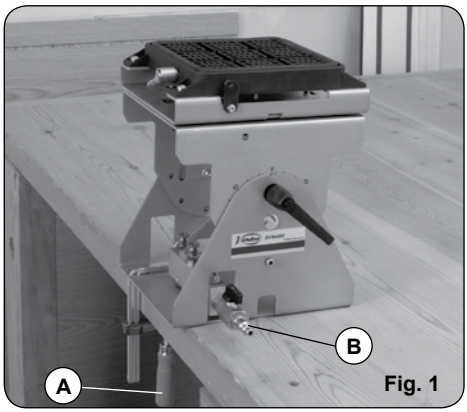

Fig. 1
Compuesto por un sistema neumático de sujeción SVN250 montado sobre un soporte que permite el abatimiento de la pieza en un angulo de 180°, con posiciones intermedias de giro cada 45°. El soporte permite, además y de forma independiente al abatimiento, el giro de la pieza a trabajar sobre su propio eje, con posiciones intermedias de giro cada 45°. El soporte está dotado de un distribuidor y una válvula de paso al que se pueden conectar hasta 4 soportes auxiliares SVN470 bajo su mando. El equipo incluye 1 bolsa con 3 juntas de goma (sección oval) y un sargento para la sujeción provisional de la unidad al lugar de trabajo (Fig. 1).
• Sujete el soporte sobre la mesa de trabajo mediante el sargento A (Fig. 1), o mediante 4 tornillos (no incluidos en el equipo), si la instalación va a ser permanente.
• Conecte el aire a la espiga conectora de enchufe rápido B (Fig. 1).
• Fasten the support to the worktable using G-clamp A (Fig. 1), or 4 screws (not included) if it is to be permanently installed.
• Connect the air supply to quick connector B (Fig. 1).
Unité composée d'une table à dépression pneumatique SVN250 montée sur un support qui permet de rabattre la pièce à 180° et comporte des positions intermédiaires de rotation tous les 45°. Le support rend également possible, outre le rabattement, la rotation de la pièce à travailler sur son propre axe, avec des positions intermédiaires de rotation tous les 45°. L'unité est équipée d'un tiroir de distribution et d'une vanne pneumatique, et elle peut être raccordée à un maximum de 4 unités auxiliaires SVN470 fonctionnant sous son contrôle. L'appareil est fourni avec un sachet de 3 joints en caoutchouc (section ovale) et un serre-joint pour la fixation provisoire de l'unité sur le plan de travail (Fig. 1).
• Fixer l'unité sur le plan de travail au moyen du serre-joint A (Fig. 1) ou avec 4 vis (non fournies avec l'appareil), en cas d'installation permanente.
• Brancher le flexible d'air sur l'embout à raccord rapide B (Fig. 1).
Die Haupthalterung besteht aus einem auf einem Fußgestell montierten Vakuum-Spannsystem SVN250 zum Schwenken des Werkstücks in einem Winkel von 180° mit Zwischenpositionen alle 45°. Die Halterung erlaubt zudem - unabhängig von der Schwenkposition - das Drehen des zu bearbeitenden Werkstücks um seine eigene Achse, mit Zwischenpositionen alle 45°. Die Halterung ist mit einem Verteiler und einem Durchlassventil ausgestattet, an dem bis zu 4 Hilfshalterungen SVN470 angeschlossen und damit gesteuert werden können. Der Lieferumfang umfasst 1 Beutel mit 3 Gummidichtungen (ovaler Querschnitt) und eine Schraubzwinge zur Befestigung des Geräts am Arbeitsplatz (Abb. 1).
• Befestigen Sie die Halterung mit der Schraubzwinge A am Werktisch (Abb. 1). Wenn die Installation auf Dauer erfolgen soll, hat die Befestigung mit 4 Schrauben zu erfolgen (nicht mitgeliefert).
• Schließen Sie die Druckluft am Schnellanschlussstutzen B an (Abb. 1).
Composto da un sistema di tenuta pneumatico SVN250 montato su un supporto che permette di inclinare il pezzo ad un angolo di 180°, con posizioni di rotazione intermedie di 45°. Il supporto permette inoltre, indipendentemente dall'inclinazione, di ruotare il pezzo da lavorare attorno al proprio asse, con posizioni di rotazione intermedie ogni 45°. Il supporto è dotato di distributore e di valvola direzionale a cui è possibile collegare fino a 4 supporti ausiliari SVN470. L'apparecchio comprende 1 borsa con 3 guarnizioni di gomma (sezione ovale) e un morsetto per il fissaggio provvisorio dell'unità sul luogo di lavoro (Fig. 1).
• Fissare il supporto al tavolo da lavoro mediante il morsetto A (Fig. 1) oppure mediante 4 viti (da acquistare a parte), in caso di impianto permanente.
• Collegare l'aria al perno di collegamento a innesto rapido B (Fig. 1)
Formado por um sistema pneumático de fixação SVN250, montado sobre um suporte que permite a inclinação da peça num ângulo de 180°, com posições intermédias de rotação cada 45°. O suporte permite ainda, independentemente da inclinação, a rotação da peça a trabalhar sobre o seu próprio eixo, com posições intermédias de rotação cada 45°. O suporte está dotado de um distribuidor e de uma válvula de passagem à qual podem ser conectados até 4 suportes auxiliares SVN470 sob o seu comando. O equipamento inclui 1 bolsa com 3 juntas de borracha (secção oval) e uma chave para a fixação provisória da unidade no local de trabalho (Fig. 1).
• Fixe o suporte à mesa de trabalho com a chave A (Fig. 1), ou com 4 parafusos (não incluídos), no caso de uma instalação permanente.
• Ligue o ar à espiga conectora de ligação rápida B (Fig. 1)